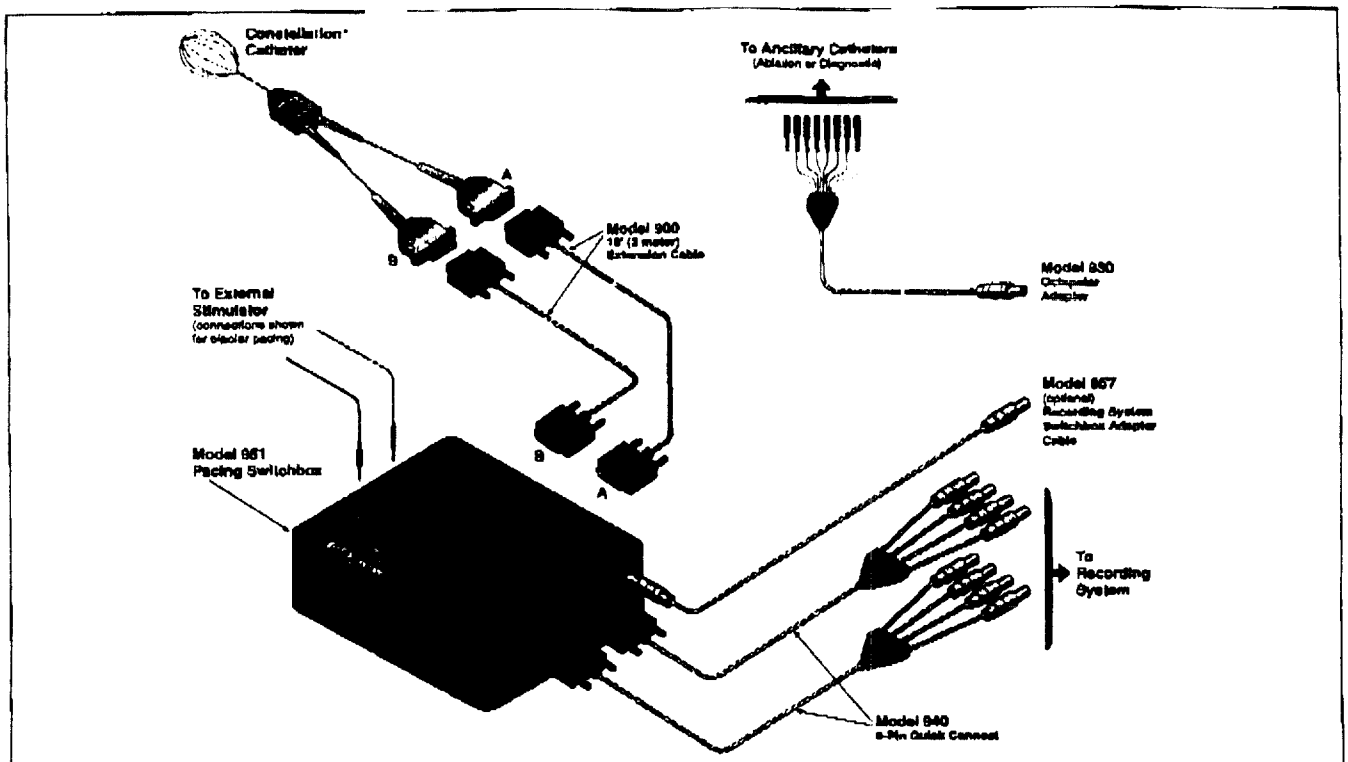

Figure 3 - The Constellation Catheter and Cable Connections
Refer to Figure 3 to include the Pacing Switchbox.
4. The electrodes are oriented with the smaller numbers (1) located on the most distal portion of the basket assembly and the larger numbers (8) located on the most proximal portion of the basket assembly.
11. As illustrated in Figure 3, the control knob marked "SPLINE" switches between Constellation Catheter splines. The first spline, Spline A, can be identified under fluoroscopy, because the basket assembly is marked with one proximal electrode. Spline B, the second spline, is marked with two proximal electrodes (again, visible under fluoroscopy). The rest of the splines are oriented in a clockwise manner from the distal perspective (looking at the leading tip of the catheter).